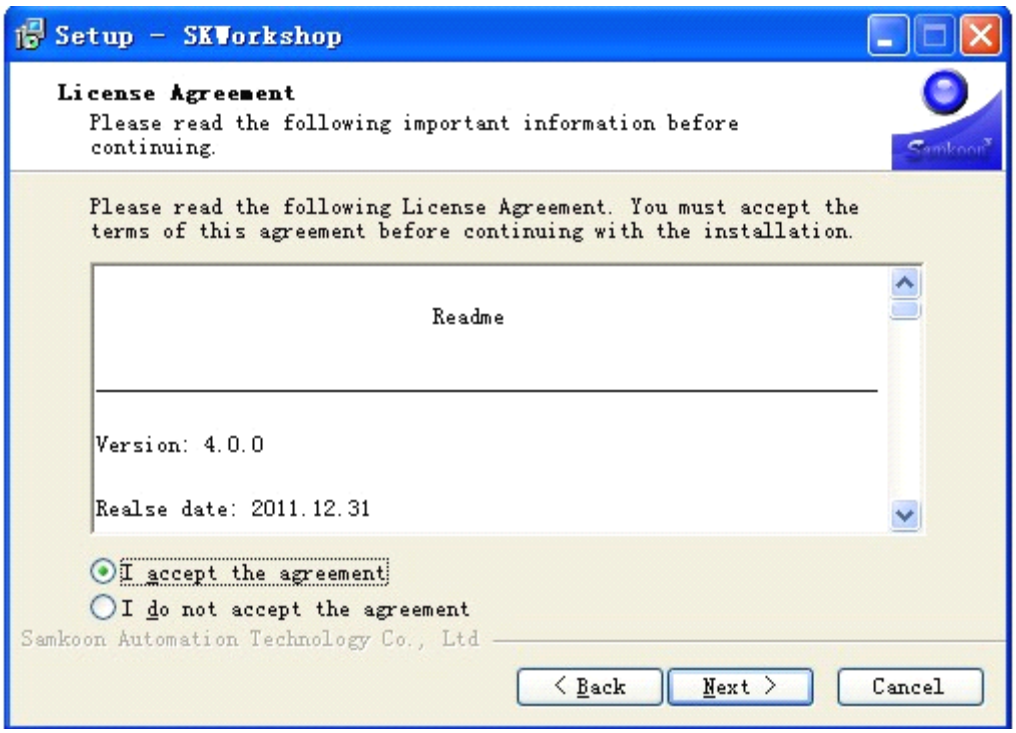

Рисунок2-4: Страница пользовательского соглашения
- В окне лицензионного соглашения, пожалуйста выберите принятие условий программного обеспечения (I accept the agreement) и нажмите “next”. Смотрите рисунок 2-4: